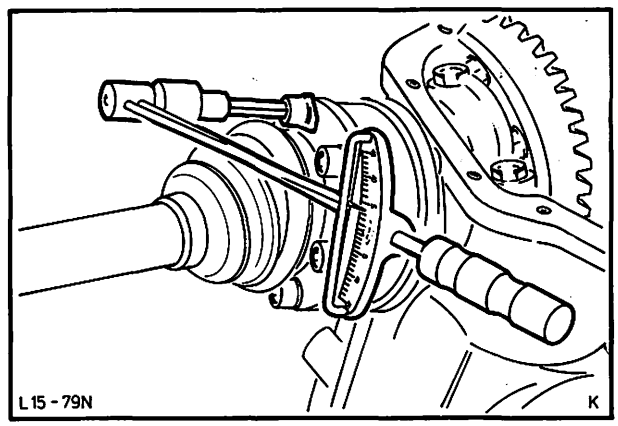

Abb. 123 Schrauben – Hinterachswelle mit vorgeschriebenem Drehmoment festziehen
8. Hinterachswelle am Antriebswellenflansch ansetzen. Innensechskantschrauben (mit Unterlegplatten) eindrehen und mit vorgeschriebenem Drehmoment festziehen, Abb. 123.